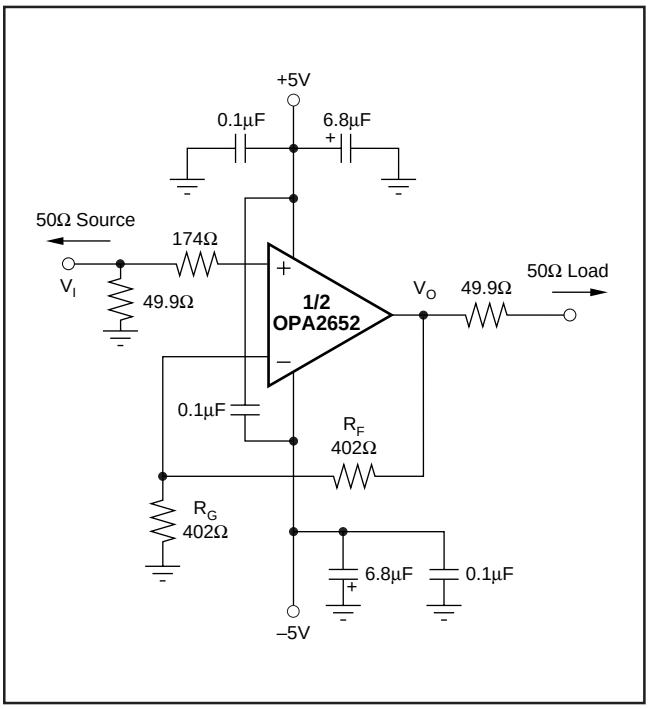
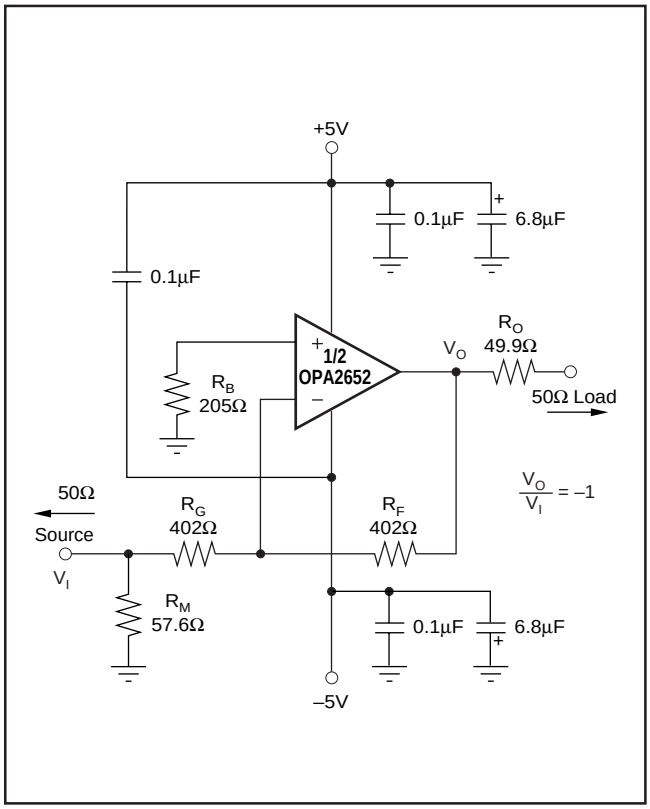

FIGURE 1. DC-Coupled, G = +2, Bipolar Supply, Specification and Test Circuit.
FIGURE 2. DC-Coupled, G = –1, Bipolar Supply, Specification and Test Circuit.
At T_A = +25°C, G = +2, R_F = 402Ω, and R_L = 100Ω, unless otherwise noted. See Figures 1 and 2.
Figure 1 shows the DC-coupled, gain of +2, dual power supply circuit configuration used as the basis of the ±5V Specifications and Typical Performance Curves. This is for one channel. The other channel is connected similarly. For test purposes, the input impedance is set to 50Ω with a resistor to ground and the output impedance is set to 50Ω with a series output resistor. Voltage swings reported in the specifications are taken directly at the input and output pins, while output powers (dBm) are at the matched 50Ω load. For the circuit of Figure 1, the total effective load will be 100Ω || 804Ω. Two optional components are included in Figure 1.
Figure 2 shows the DC-coupled gain of –1, bipolar supply circuit configuration which is the basis of the Specifications and Typical Performance Curves at G = –1. The input impedance matching resistor (57.6Ω) used for testing gives a 50Ω input load. A resistor (205Ω) connects the non-inverting input to ground. This provides the DC source resistance matching to cancel outputs errors due to input bias current.
A good rule of thumb is to target the parallel combination of R_F and R_G (Figure 1) to be less than approximately 300Ω. The combined impedance $R_F \parallel R_G$ interacts with the inverting input capacitance, placing an additional pole in the feedback network, and thus a zero in the forward response. Assuming a 2pF total parasitic on the inverting node, holding $R_F \parallel R_G < 300\Omega$ will keep this pole above 250MHz. By itself, this constraint implies that the feedback resistor R_F can increase to several kΩ at high gains. This is acceptable as long as the pole formed by R_F and any parasitic capacitance appearing in parallel is kept out of the frequency range of interest.
Voltage feedback op amps exhibit decreasing closed-loop bandwidth as the signal gain is increased. In theory, this relationship is described by the Gain Bandwidth Product (GBP) shown in the specifications. Ideally, dividing GBP by the non-inverting signal gain (also called the Noise Gain, or NG) will predict the closed-loop bandwidth. In practice, this only holds true when the phase margin approaches 90°, as it does in high gain configurations. At low gains (increased feedback factor), most amplifiers will exhibit a wider bandwidth and lower phase margin. The OPA2652 is compensated to give a flat response in a non-inverting gain of 1 (Figure 1). This results in a typical gain of +1 bandwidth of 700MHz, far exceeding that predicted by dividing the 200MHz GBP by NG = 1. Increasing the gain will cause the phase margin to approach 90° and the bandwidth to more closely approach the predicted value of (GBP/NG). At a gain of +5, the 45MHz bandwidth shown in the Typical Specifications is close to that predicted using this simple formula.
Since the OPA2652 is a general purpose, wideband voltage feedback op amp, all of the familiar op amp application circuits are available to the designer. Inverting operation is one of the more common requirements and offers several performance benefits. Figure 2 shows a typical inverting configuration.
In the inverting configuration, three key design consideration must be noted. The first is that the gain resistor (R_G) becomes part of the signal channel input impedance. If input impedance matching is desired (which is beneficial whenever the signal is coupled through a cable, twisted pair, long PC board trace or other transmission line conductor), R_G may be set equal to the required termination value and R_F adjusted to give the desired gain. This is the simplest approach and results in optimum bandwidth and noise performance. However, at low inverting gains, the resultant feedback resistor value can present a significant load to the amplifier output. For an inverting gain of –1, setting R_G to 50Ω for input matching eliminates the need for R_M but requires a 50Ω feedback resistor. This has the interesting advantage that the noise gain becomes equal to 2 for a 50Ω source impedance—the same as the non-inverting circuits considered above. However, the amplifier output will now see the 50Ω feedback resistor in parallel with the external load. In general, the feedback resistor should be limited to the 200Ω to 1.5kΩ range. In this case, it is preferable to increase both the R_F and R_G values as shown in Figure 2, and then achieve the input matching impedance with a third resistor (R_M) to ground. The total input impedance becomes the parallel combination of R_G and R_M.
The second major consideration, touched on in the previous paragraph, is that the signal source impedance becomes part of the noise gain equation and influences the bandwidth. For the example in Figure 2, the R_M value combines in parallel with the external 50Ω source impedance, yielding an effective driving impedance of 50Ω || 57.6Ω = 26.8Ω. This impedance is added in series with R_G for calculating the noise gain (NG). The resultant NG is 1.94 for Figure 2, (an ideal 0Ω source would cause NG = 2.00).
The third important consideration in inverting amplifier design is setting the bias current cancellation resistor on the non-inverting input (R_B). If this resistor is set equal to the total DC resistance looking out of the inverting node, the output DC error, due to the input bias currents, will be reduced to (Input Offset Current) • R_F. If the 50Ω source impedance is DC-coupled in Figure 2, the total resistance to ground on the inverting input will be 429Ω. Combining this in parallel with the feedback resistor gives 208Ω, which is close to the R_B = 205Ω used in Figure 2. To reduce the additional high frequency noise introduced by this resistor, it is sometimes bypassed with a capacitor. As long as R_B <300Ω, the capacitor is not required since its total noise contribution will be much less than that of the op amp's input noise voltage.
The OPA2652 provides good distortion performance into a 100Ω load on ±5V supplies. Increasing the load impedance improves distortion directly. Remember that the total load includes the feedback network; in the non-inverting configuration (Figure 1) this is sum of $R_F + R_G$, while in the inverting configuration, it is just R_F. Also, providing an additional supply decoupling capacitor (0.1µF) between the supply pins (for bipolar operation) improves the 2nd-order distortion slightly (3dB to 6dB).
Evaluating these two equations for the OPA2652 circuit and component values shown in Figure 1 will give a total output spot noise voltage of 17nV/√Hz and a total equivalent input spot noise voltage of 8.4nV/√Hz. This is including the noise added by the bias current cancellation resistor (205Ω) on the non-inverting input. This total input-referred spot noise voltage is only slightly higher than the 8nV/√Hz specification for the op amp voltage noise alone. This will be the case as long as the impedances appearing at each op amp input are limited to the previously recommend maximum value of 300Ω. Keeping both ($R_F \parallel R_G$) and the non-inverting input source impedance less than 300Ω will satisfy both noise and frequency response flatness considerations. Since the resistor-induced noise is relatively negligible, additional capacitive decoupling across the bias current cancellation resistor (R_B) for the inverting op amp configuration of Figure 2 is not required.
The balanced input stage of a wideband voltage feedback op amp allows good output DC accuracy in a wide variety of applications. Although the high speed input stage does require relatively high input bias current (typically 4µA out of each input terminal), the close matching between them may be used to significantly reduce the output DC error caused by this current. This is done by matching the DC source resistances appearing at the two inputs. This reduces the output DC error due to the input bias currents to the offset current times the feedback resistor. Evaluating the configuration of Figure 1, using worst-case +25°C input offset voltage and current specifications, gives a worst-case output offset voltage equal to:
As an example, compute the maximum T_J using an OPA2652E (SOT23-8 package) in the circuit of Figure 1 operating at the maximum specified ambient temperature of +85°C and with both outputs driving $2.5V_{DC}$ into a grounded 100Ω load.